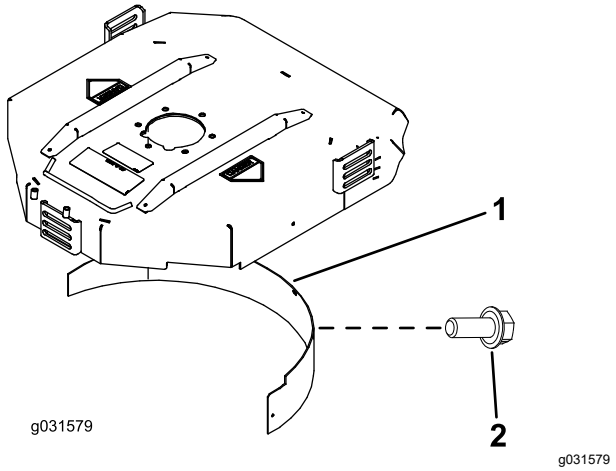

图 20
2. 将碎草隔板装入后开口内并使用 5 个凸缘头螺栓进行固定图 20。